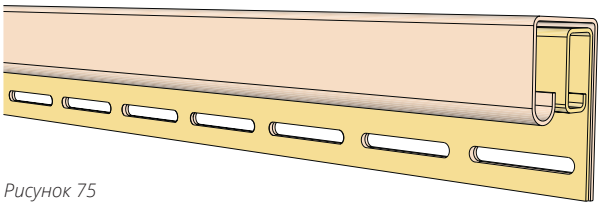

Рисунок 75
17.2 Перфорационные отверстия двух доборных элементов должны совпадать (рис. 75).